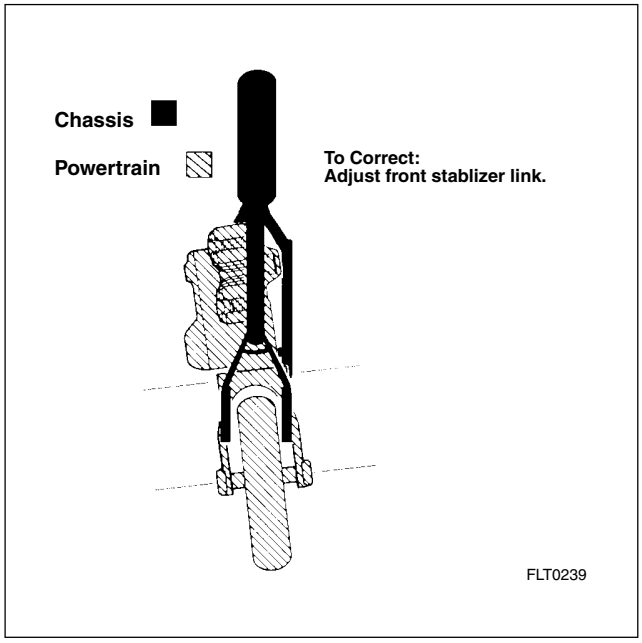

Figure 2-40. Horizontally Misaligned
f. Loosen jam nuts, and using the center hex, adjust the front stabilizer link as required to obtain equal measurements at all four points (+/- 0.030 inch or 0.76 mm). See Figure 2-40.